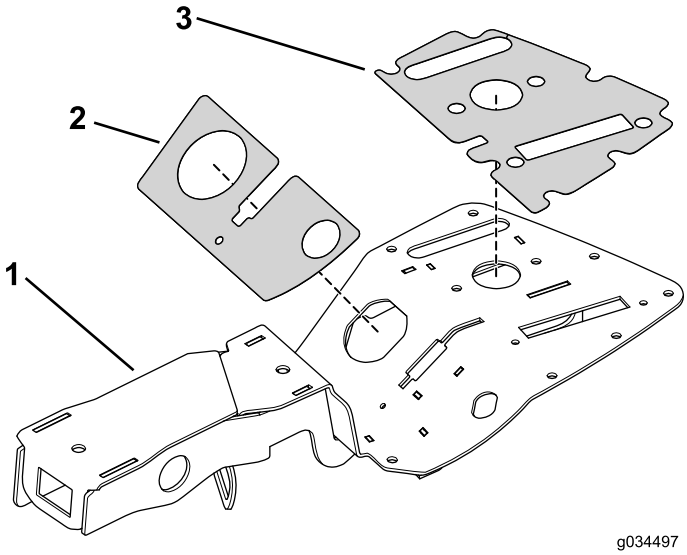

Figuur 15
1. Breng de bovenste en onderste sticker aan op de bedieningseenheid (Figuur 15).